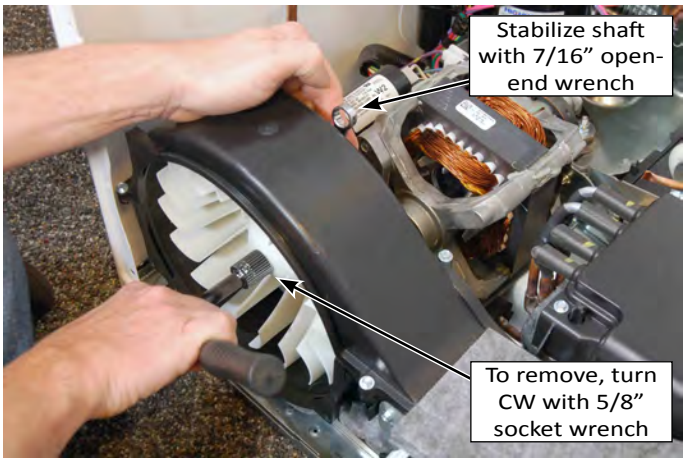

Figure 1
6. Reach around to the back of the blower housing and attached a 7/16” open-end wrench to the hex-end of the motor shaft, and a ratchet with a 5/8” socket over the hex-head nut on the blower wheel (see Figure 1).
7. Turn the blower wheel clockwise (shown by the “REMOVE” arrow that is embossed on the front of the wheel) and remove the wheel from the motor shaft (see Figure 1).